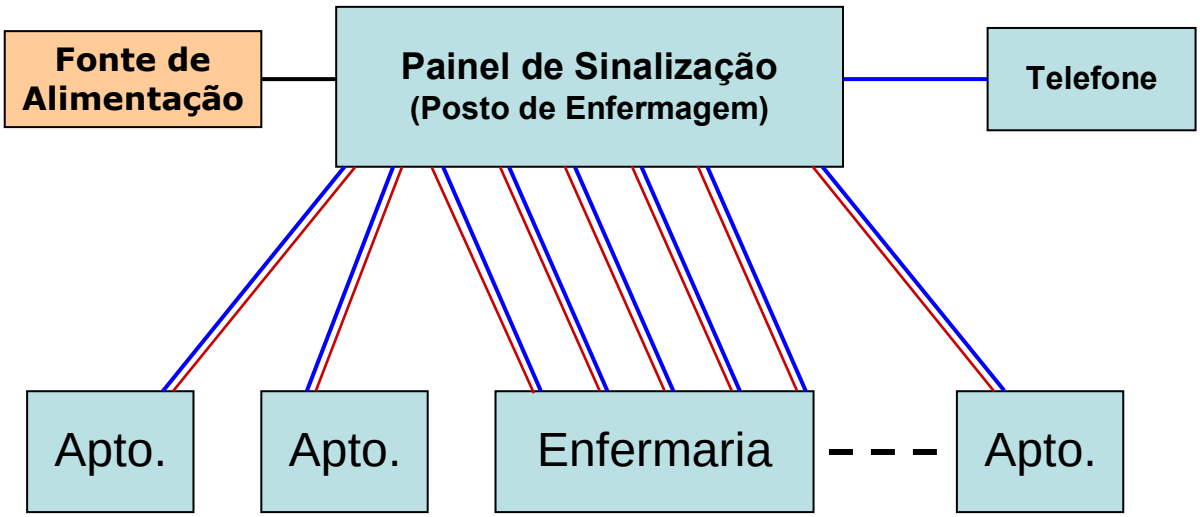

Figura 1 – Instalação Típica
As conexões entre as unidades de comando (UC) e o painel de sinalização (PS) são feitas segundo uma topologia estrela, ou seja; usa-se um cabo de pares trançados para conectar cada UC ao PS. Veja a **Figura 1** abaixo.